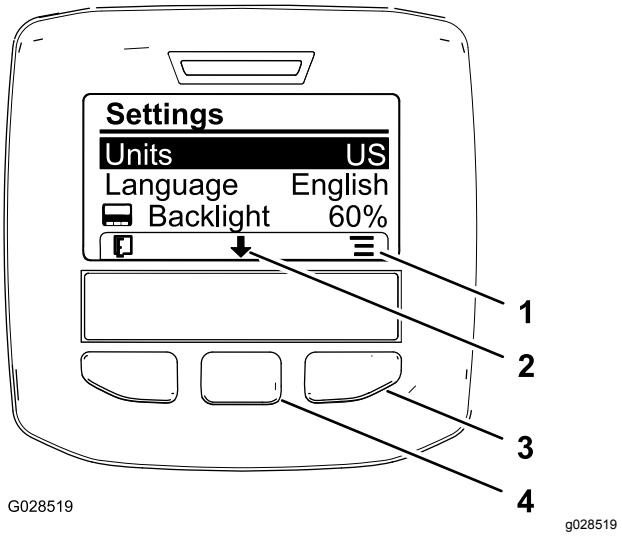

Figuur 63
2. U kunt de meet-eenheid wijzigen door de rechter selectieknop in te drukken en de weergegeven meet-eenheden te veranderen (Figuur 63).
3. Om de taal van het display te wijzigen, drukt u op de middelste selectieknop (de knop onder de pijl naar beneden op het scherm) en selecteert u Language/Taal (Figuur 63).
4. Druk op de rechter selectieknop (de knop onder het lijstpictogram op het scherm) om de weergegeven taal op het scherm te markeren (Figuur 63).
6. Druk op de linker selectieknop om terug te keren naar het hoofdscherm (Figuur 63).